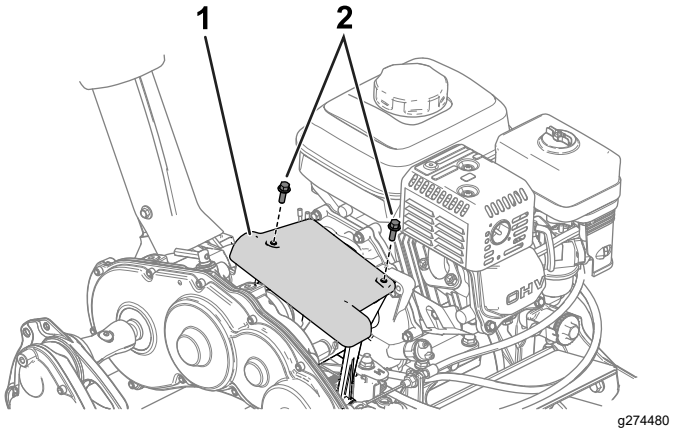

Figur 33
1. Du kommer åt friktionsskivan och tryckplattan genom att avlägsna kopplingskåpan (Figur 33).